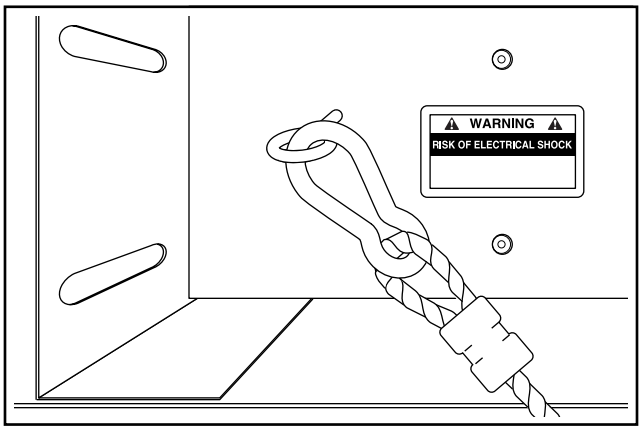

Figure 2: **Restraining Device Kit (Part # 153586)**
3. This appliance must be secured to building structure. A restraining device kit (#153586) provided with the unit limits the movement of the appliance without transmitting stress to the mains supply. Installation instructions are in the kit. Figure 2.